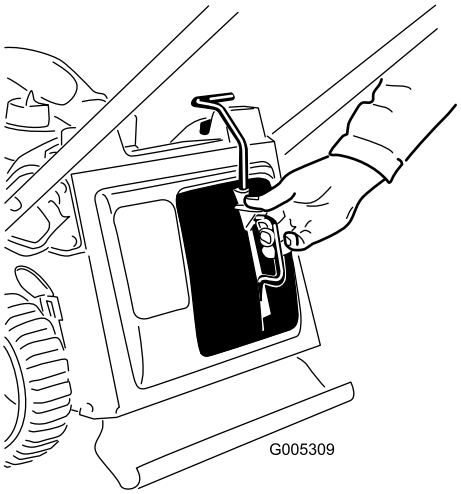

**Figur 25**
1. Ta bort mullningspluggen (Figur 25).